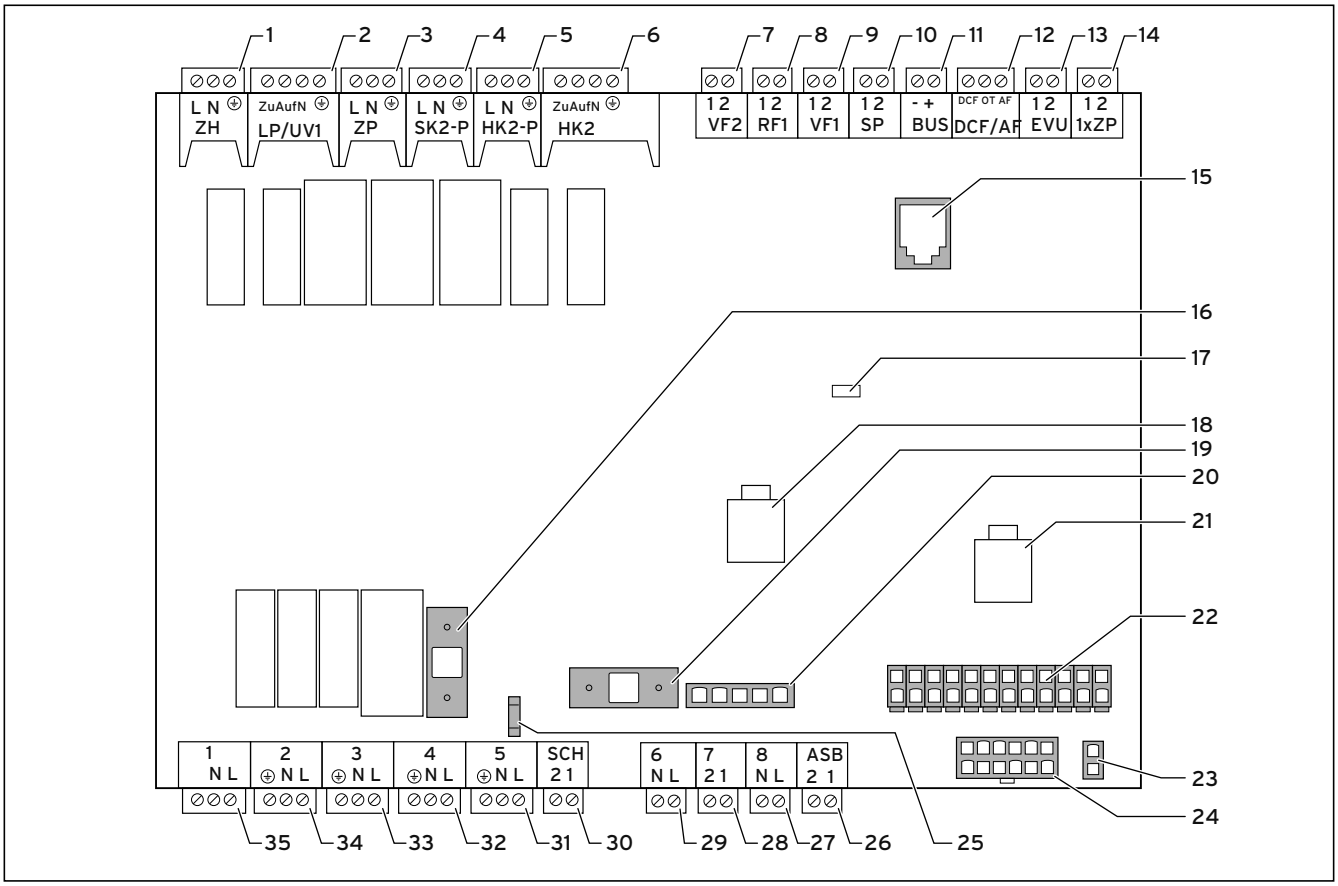

Abb. 7.14 Reglerplatine
- ➤ Schließen Sie den Kontakt des Rundsteuersignal-Empfängers an Klemme 13 „EVU“ (Energieversorgungsunternehmen) an (➞ **Abb. 7.14, Pos. 13**).
- ➤ Schließen Sie den Kontakt des Rundsteuersignal-Empfängers an Klemme 13 „EVU“ (Energieversorgungsunternehmen) an (**→ Abb. 7.14, Pos. 13**).
➤ Installieren Sie die Standardfühler VR 10 entsprechend den Anforderungen des Hydraulikschema-Beispiels und schließen Sie sie an den jeweiligen Klemmen der Reglerplatine an (→ **Abb. 7.14**).
➤ Schließen Sie die externe Heizkreispumpe an Klemme HK2-P an (→ **Abb. 7.14, Pos. 5**).